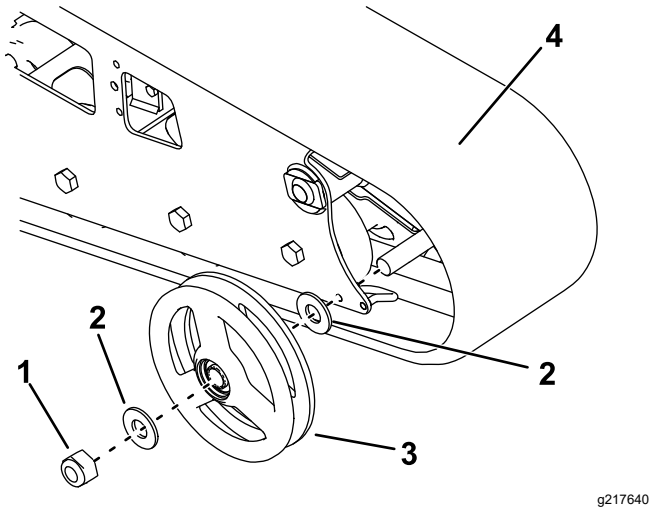

Figur 66
7. Ta bort muttern som håller fast det yttre framhjulet och ta sedan bort hjulet (Figur 66).
8. Ta bort larvbandet (Figur 66).
9. Dra ut de fyra stora brickorna från de två yttre hjulen, en på varje sida av vardera hjul (Figur 66).
12. Montera det nya larvbandet (Figur 66).
13. Montera det yttre framhjulet och fäst det med samma mutter som du tog bort tidigare (Figur 66).